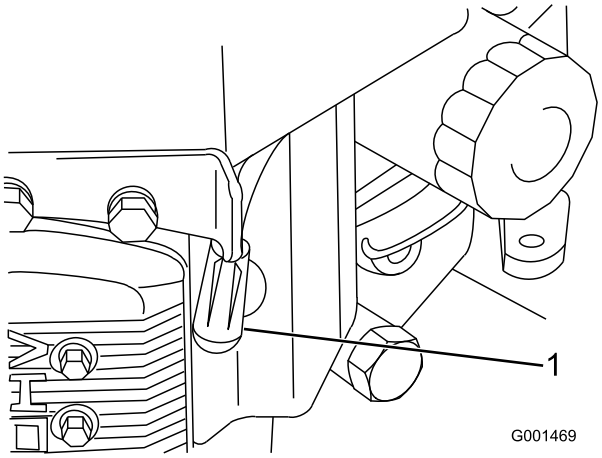

**Figure 32**
3. Débranchez les bougies (Figure 32).